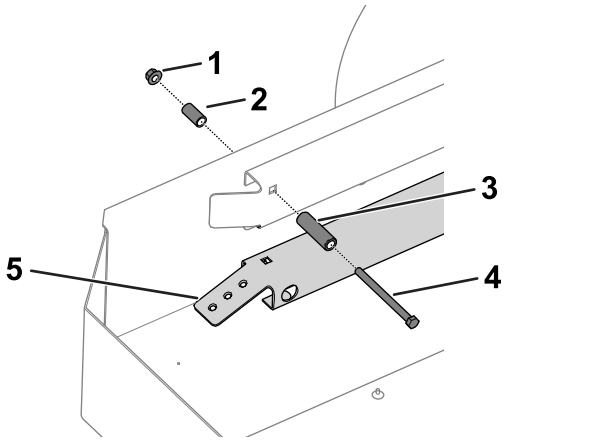

Figur 3
6. Ta bort sidoramperna (Figur 3) från släpet genom att lossa och ta bort fästelementen som fäster sidoramperna vid släpet.
7. Ta bort skruven (⅜ x 4 ¾ tum), distansbrickan (2 ½ tum), distansbrickan (1 ¼ tum) och muttern från släpets högra sida (Figur 3).
2. Montera skruven och distansbrickan (som medföljer i denna sats) samt distansbrickan (1 ¼ tum) och muttern som du tog bort tidigare på höger sida av släpet (Figur 3).